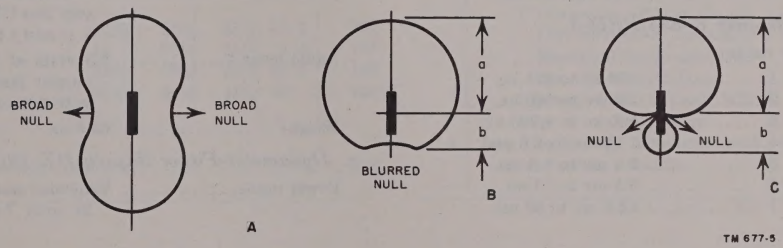

Figure 5. Antenna patterns showing effect of inaccuracies of adjustments.
d. Any unbalance in the loop antenna input circuit will result in broad nulls (A, fig. 5). Any inaccuracy in the components of the sense amplifier will also result in a poor cardioid pattern. If the gain is too high, the resulting pattern will resemble that shown in B; if the gain is too low, the pattern will resemble C. In either case, the ratio *a* to *b* (B and C, fig. 5) is decreased and it is more difficult to obtain proper sense indication.